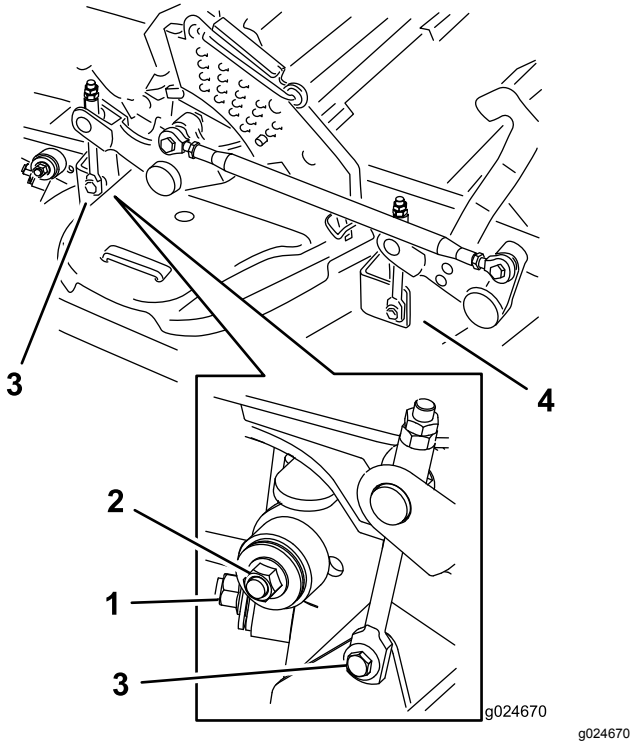

Figure 121
7. Enlevez et mettez de côté les fixations des deux côtés du plateau, comme montré à la Figure 121.